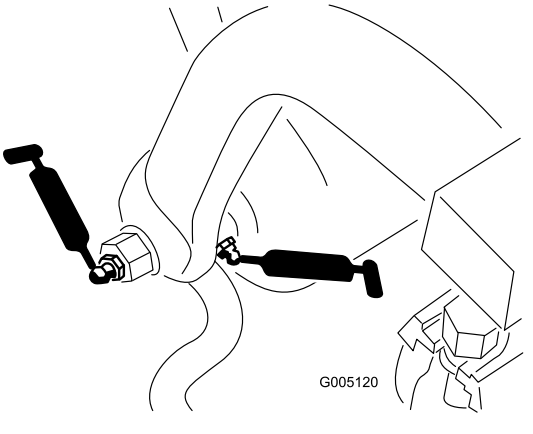

**Figuur 30**
- As en rol van trekframe (12) (Figuur 30)